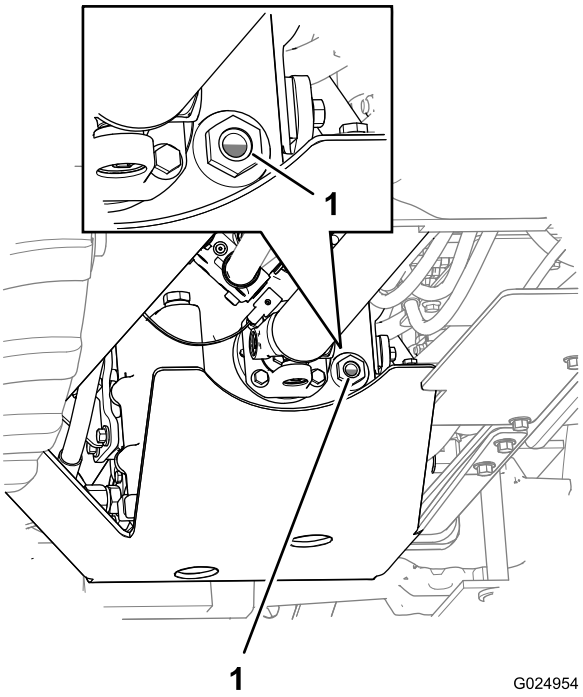

Рисунок 93
4. Через 5 минут проверьте уровень масла в трансмиссии по указателю (Рисунок 93).
6. Повторите действия, описанные в пунктах с 2 по 5, пока уровень масла не будет находиться в пределах от 1/2 до 3/4 диапазона визуального указателя (Рисунок 93).
Примечание: Уровень масла должен находиться в пределах от 1/2 до 3/4 диапазона визуального указателя (Рисунок 93).